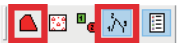

図2　シンボルツールバー
a) 「シンボルツールバー」（図2）より「形状の塗りつぶし」＝Off、「多角形番号」＝Onの状態にします。